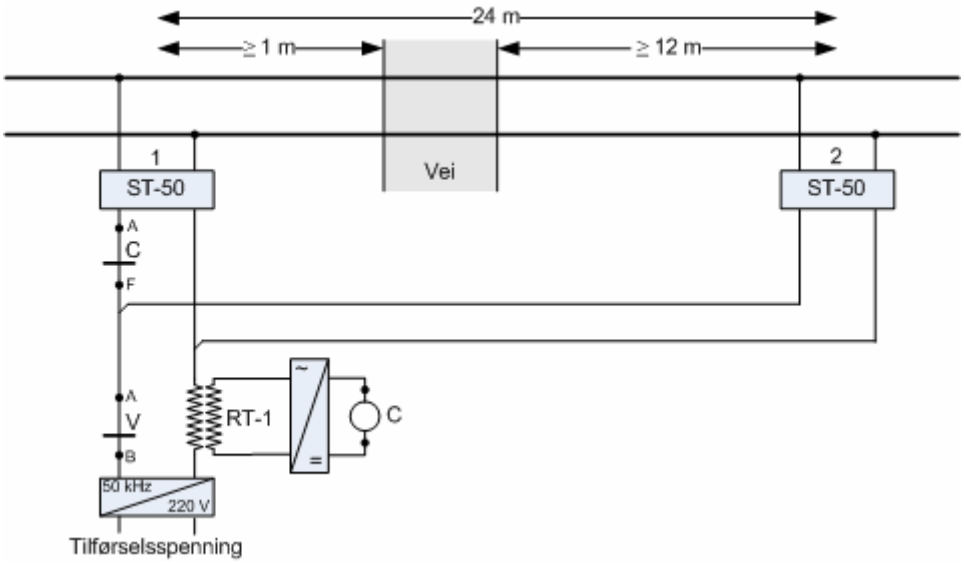

Figur 7.c.4 50 kHz Utløsningsfelt
a) 50 kHz utløsningsfelt for veisikringsanlegg skal være utført i henhold til prinsippene vist i figur 7.c.4.